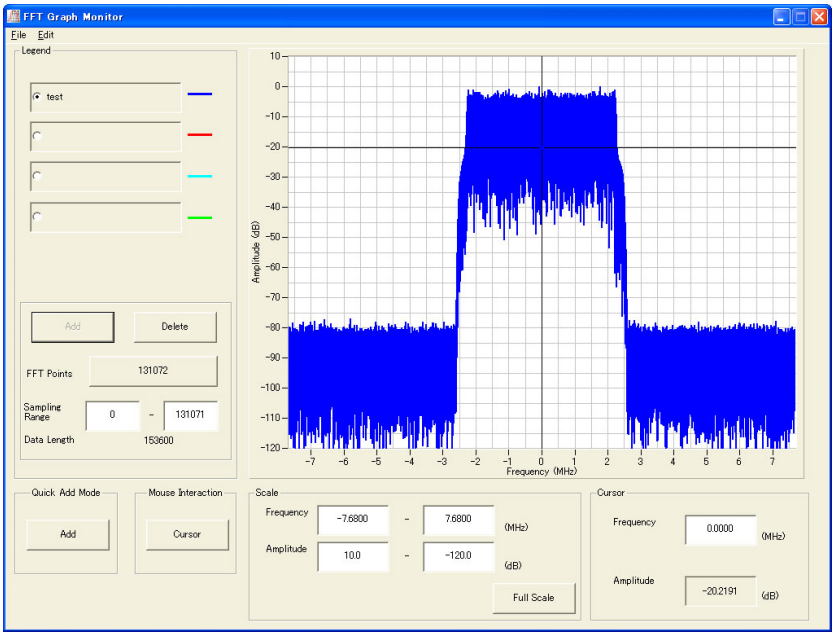

Figure 3.4-3 FFT Graph Monitor screen
2. Select **[FFT]** from the **[Simulation]** menu or click the tool button. The FFT Graph Monitor screen shown in Figure 3.4-3 is displayed with the trace of the generated waveform pattern.